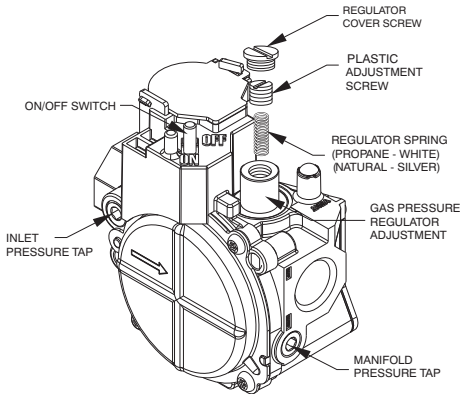

Fig. 12 - Single-Stage Gas Valve
1. Remove regulator cover screw over plastic adjustment screw on gas valve (See Fig. 12).
2. Turn plastic adjustment screw clockwise to increase gas input, or turn plastic adjustment screw counterclockwise to decrease input (See Fig. 12). Manifold pressure must be between 3.2 and 3.8 IN. W.C.
3. Replace regulator cover screw on gas valve (See Fig. 12).
With control access panel (see Fig. 19) removed, observe the unit heating operation. Watch the burner flames to see if they are light blue and soft in appearance, and that the flames are approximately the same for each burner. Propane will have blue flame (See Fig. 12). Refer to the Maintenance section for information on burner removal.